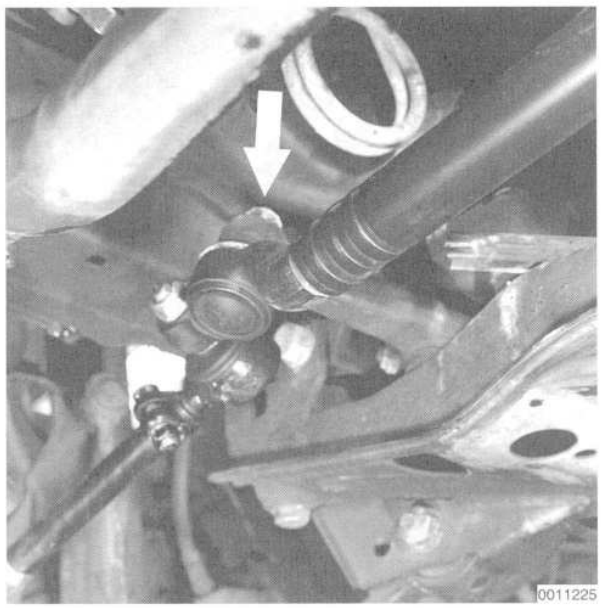

Fig. 4. Center tie rod to pitman arm nut (**arrow**). Discard self-locking nut.
4. Remove the center tie rod self-locking nut at the pitman arm. See Fig. 4. Then using a press (BMW special tool no. 32 2 040 or equivalent), remove the tie rod from the pitman arm.